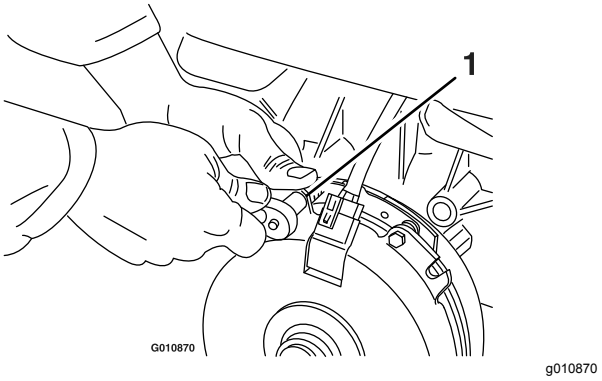

**Figur 74**
A. Lossa båda bromsmonteringsskruvarna ett halvt till ett helt varv enligt Figur 74.